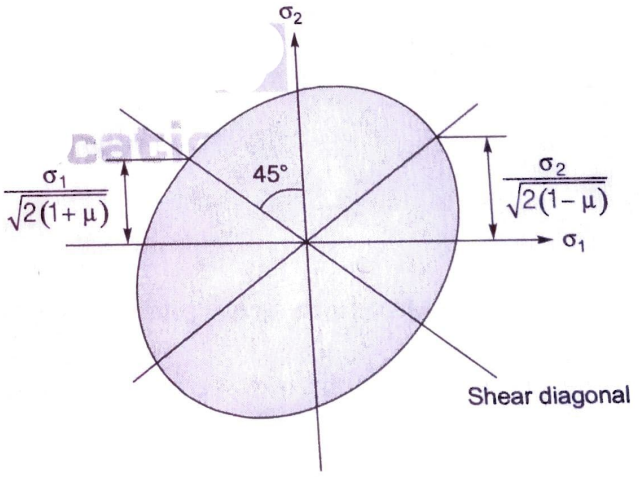

Fig. 7.33
- This theory can be graphically represented as Figure 7.33